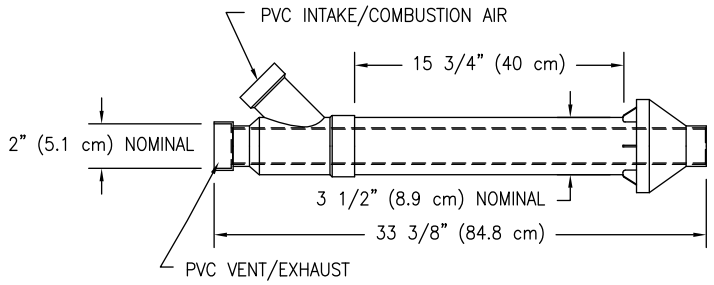

Figure 19. Dimensional Layout of Concentric Vent Kit
If assembly is too short to meet height requirements, the two pipes supplied in the kit may be replaced by using the same diameter pipe. DO NOT extend the overall dimension by more than 60 inches *(152.4 cm)*. See Figure 19.
1. Become familiar with coaxial vent kit part no. 239-44069-02 as shown in Figures 19 through 21.